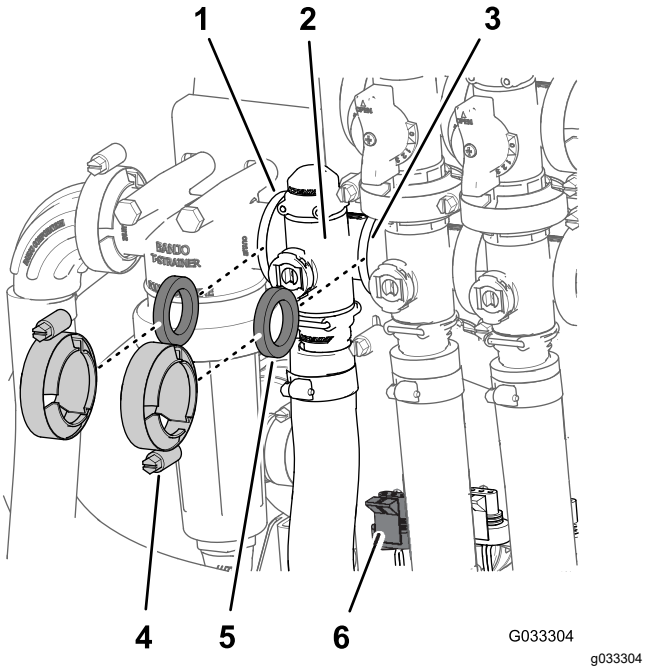

Figur 68
1. Fjern de klemmer og pakninger, der fastgør manifolden til hastighedsreguleringsventilen (Figur 68).